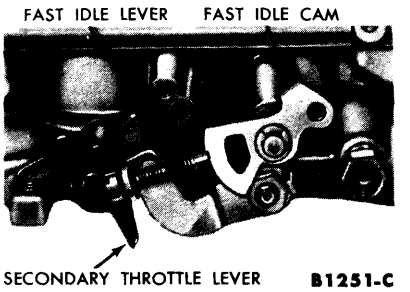

FIG. 16—Fast Idle Cam and Lever Installation
4. Install the distributor vacuum passage fitting. Place the fast idle lever assembly on the primary throttle shaft and install the retaining washer and nut (Fig. 16). Slide the fast idle cam on the boss on the main body and install the retainer (Fig. 16).